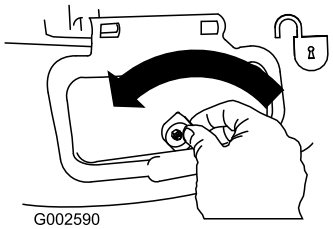

**Figur 27**
1. Lossa sidoutkastarluckan (Figur 27).